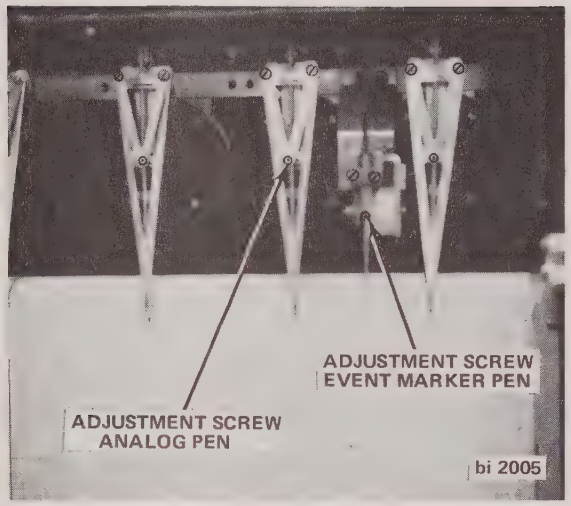

FIGURE 6-9 PEN PRESSURE ADJUSTMENT
5. If pen pressure is not within specified limits, adjust pressure using special pen adjustment wrench (Gould part number 1-120922-18). Refer to Figure 6-9. Turn screw clockwise to increase pressure, counterclockwise to decrease pressure.
5. Adjust as required. Turn pen pressure adjustment screw clockwise to increase pressure or counterclockwise to decrease pressure. (Figure 6-9)